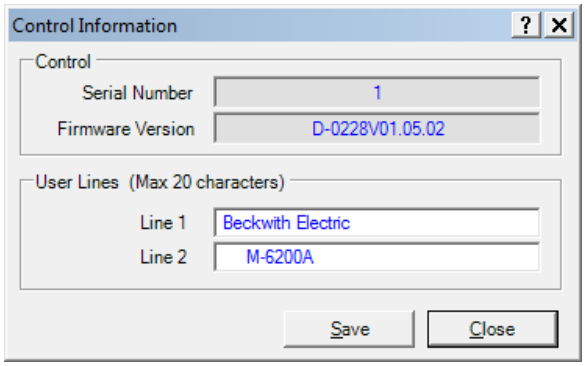

Figure 4-5 Control Information Screen
1. Select **Utility/Control Information** from the TapTalk toolbar. TapTalk will display the Control Information dialog screen (Figure 4-5).